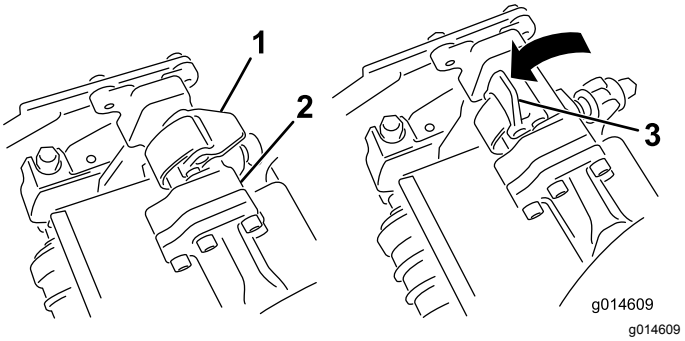
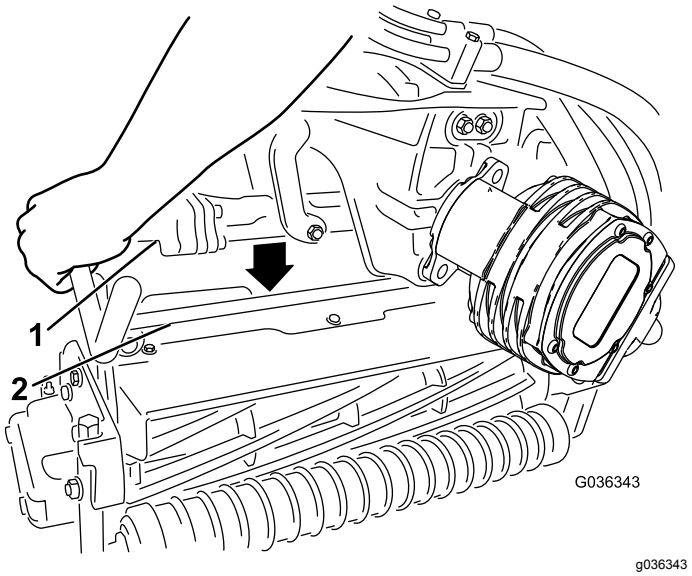

Figur 31
Figur 32
4. Mens låsehåndtagene på affjedringsarmen peger opad (dvs. er åbne) (Figur 31), skal du skubbe affjedringsarmen ned, så stangen kan sættes over tværstangen på klippeenheden øverst oppe (Figur 32).
5. Luk låsehåndtagene ned og omkring klippeenhedens stang, og lås dem på plads (Figur 31).
5. Åbn låsehåndtagene på affjedringsarmens stang på klippeenheden, som du fjerner (Figur 31).